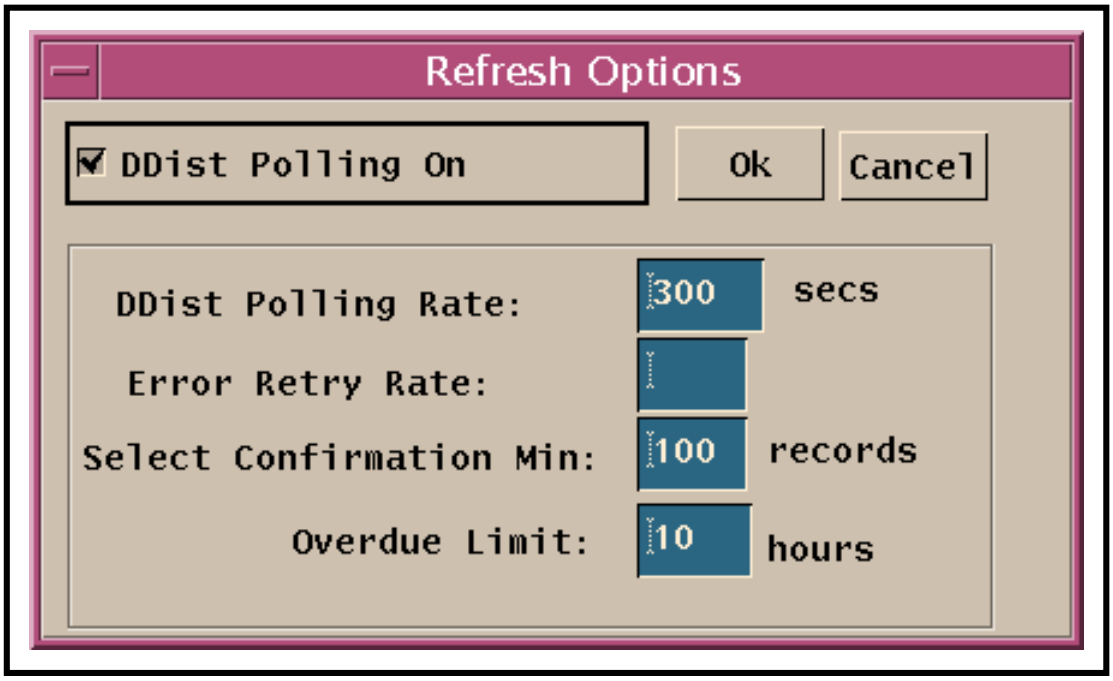

Figure 12. Refresh Options Dialogue Box
- The **Refresh Options** dialogue box (Figure 12) is displayed.